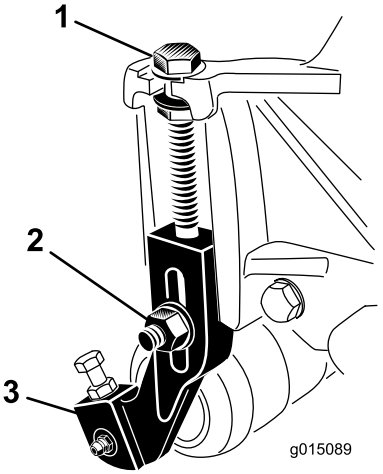

Rysunek 17
1. Poluzuj nakrętki zabezpieczające mocujące wsporniki wysokości cięcia do płyt bocznych jednostki tnącej (Rysunek 17).